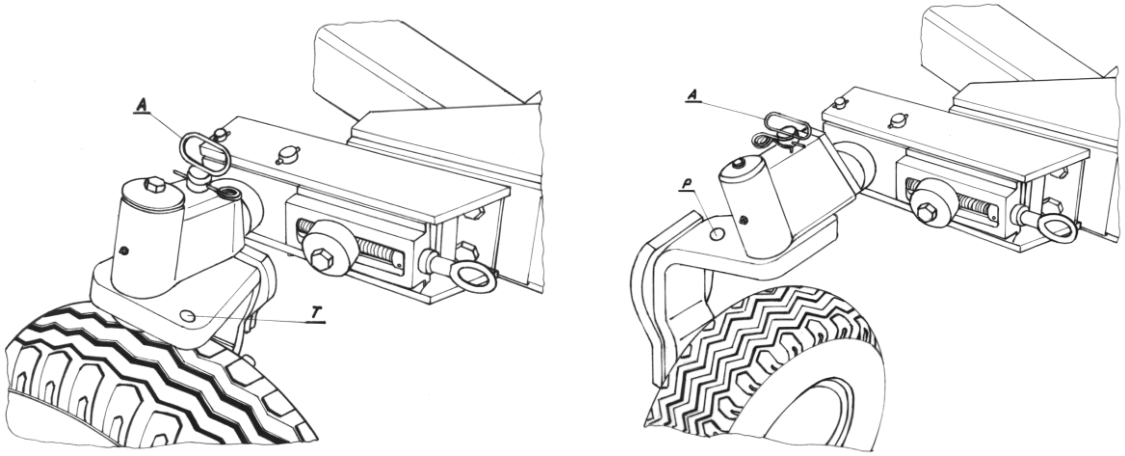

**Rys.8.** Koło transportowo-kopiujące w położeniu roboczym i transportowym.
* odbezpieczyć i wyciągnąć przetyczkę (A) - **Rys.8**;
* obrócić o około $90^o$ ramię koła, do chwili aż będzie można włożyć przetyczkę (A) w otwór (T). Przetyczkę zabezpieczyć zawleczką.